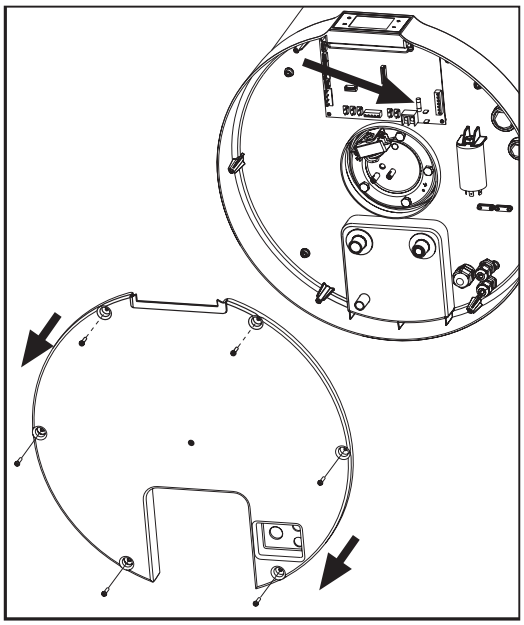

fig. 65
- Remova a tampa inferior, primeiro desparafusando os parafusos de fixação apropriados (fig. 65).